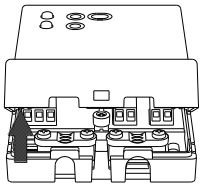

Fig. 3
3. Rotate the cable lid and remove it completely (Fig. 3).
7. Place the cable lid on the base and rotate it towards the base; push the cable lid until the locking plastic flap springs into the hole on the lower side of the cable lid (Fig. 3).